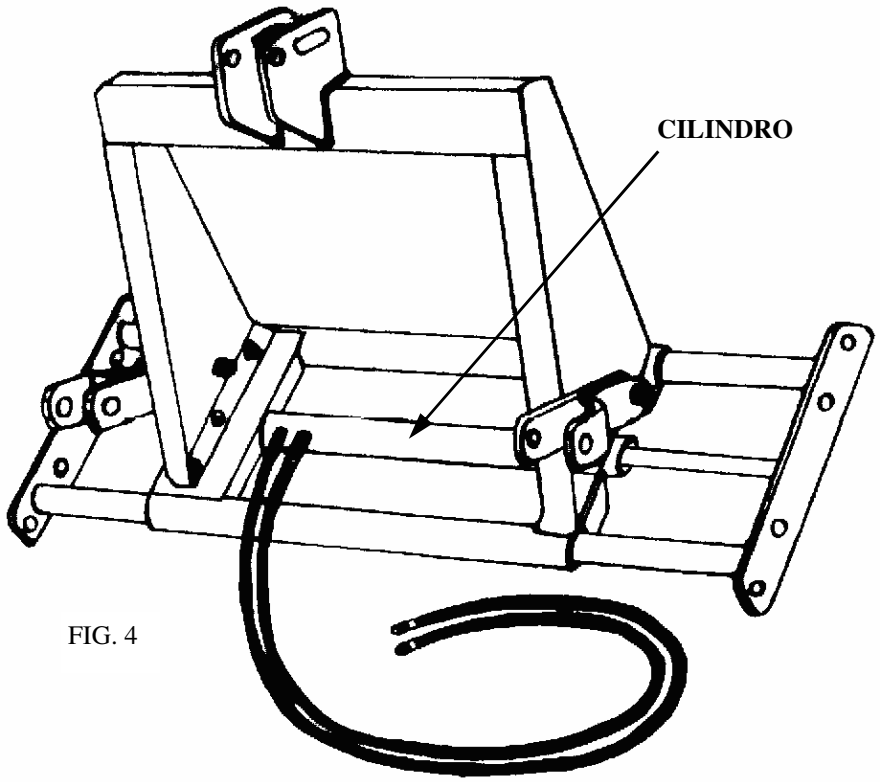

FIG. 4
- Per le versioni del trincia equipaggiate di un cilindro idraulico e dei relativi tubi (vedere fig. 4), rimanendo sul trattore azionare direttamente le leve che gestiscono il circuito idraulico del trattore stesso.